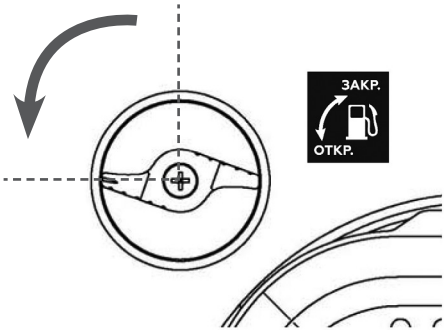

**Рис. 30 Рычаг топливного крана**
3. Откройте топливный кран. Для этого поверните рычаг топливного крана против часовой стрелки (влево) на 90° (Рис. 30).